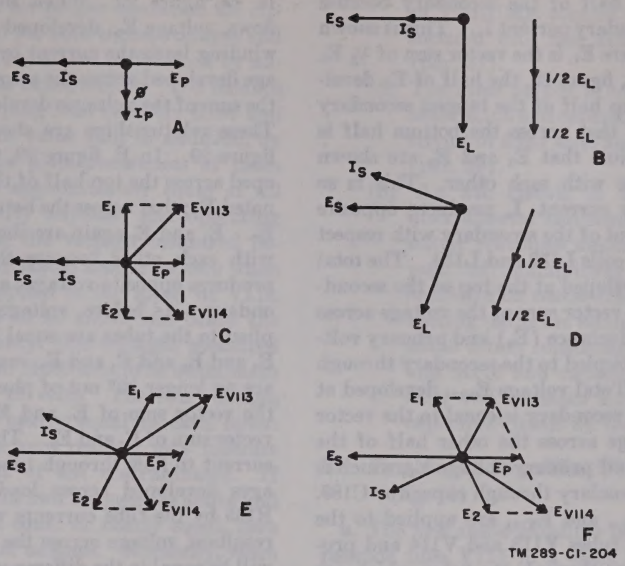

Figure 29. Discriminator operation, vector diagrams.
b. The primary (L132) and secondary (L133 and L134 in series) of transformer T113 are both resonated to 1.4 mc; the primary by capacitor C187, and the secondary by capacitors C188 and C189 in series. Coupling between the primary and secondary is inductive through T113 and capacitive through capacitors C188 and C189. Signal voltage, E_p produced in the plate circuit of V112, is applied across the primary, and causes current I_p that is 90° out of phase with E_p to flow through the primary winding. I_p will produce a magnetic field ϕ, in phase with I_p, which will in turn induce voltage E_s in the secondary. Since maximum voltage is induced as the magnetic field passes through zero, E_s will be 90° out of phase with the magnetic field, and 180° out of phase with primary voltage E_p. Induced voltage E_s acts like a generator in series with the secondary and causes current I_s to flow through the secondary tuned circuit. The phase of the secondary current depends on the secondary impedance, which consists of the series impedance of the secondary winding and capacitors C188 and C189. When the i.f. is exactly 1.4 mc, the secondary will be resonant, and its impedance will be purely resistive. At this time secondary current I_s will be in phase with the induced voltage. In A, figure 29, primary voltage E_p, primary current I_p, magnetic field ϕ, induced voltage E_s, and secondary current I_s, are vectorially represented. Primary voltage E_p also represents the voltage which is coupled to the top and bottom of the secondary through capacitors C188 and C189. Because of the comparatively low reactance of C188 and C189 at the operating frequency, the phase and magnitude of the capacitively coupled voltage will be considered to be the same as E_p.
c. When secondary current I_s flows through the secondary winding, voltage E_L is developed across the secondary which leads I_s by 90° (B, fig. 29). Voltage E_L should not be confused with E_s which represents the induced secondary voltage. Induced secondary voltage E_s is considered as a generator acting in series with the secondary. Voltage E_L is equal to the sum of the voltages devel
oped across each half of the secondary because of the flow of secondary current I_s. This is shown in B, figure 29 where E_L is the vector sum of $\frac{1}{2}$ E_L plus $\frac{1}{2}$ E_L. In C, figure 29, the half of E_L developed across the top half of the tapped secondary is designated E_1; that across the bottom half is designated E_2. Note that E_1 and E_2 are shown 180° out of phase with each other. This is so because secondary current I_s produces opposite voltages at each end of the secondary with respect to the junction of coils L133 and L134. The total voltage, E_{V113}, developed at the top of the secondary is equal to the vector sum of the voltage across one-half of the inductance (E_1) and primary voltage E_p, which is coupled to the secondary through capacitor C188. Total voltage E_{V114} developed at the bottom of the secondary is equal to the vector sum of the voltage across the other half of the inductance (E_2) and primary voltage E_p, which is coupled to the secondary through capacitor C189.
e. When the input signal frequency differs from 1.4 mc, E_{V113} and E_{V114} no longer will be equal. Assume that the input frequency is above 1.4 mc. The impedance of the tuned secondary is no longer purely resistive, but contains some inductive reactance. The inductive reactance causes secondary current I_s to lag induced voltage E_s by an angle determined by the amount of frequency shift from 1.4 mc. This is vectorially represented in D, figure 29. When the secondary current flows, voltage E_L, developed across the secondary, winding leads the current by 90°. The total voltage developed across the secondary winding is still the sum of the voltages developed across each half. These relationships are shown vectorially in D, figure 29. In E, figure 29, the half of E_L developed across the top half of the secondary is designated E_1; that across the bottom half is designated E_2. E_1 and E_2 again are shown 180° out of phase with each other because the secondary current produces opposite voltages at each end of the secondary. As before, voltages E_{V113} and E_{V114} applied to the tubes are equal to the vector sums of E_1 and E_p and E_2 and E_p, respectively. E_1 and E_2 are no longer 90° out of phase with E_p, therefore, the vector sum of E_1 and E_p is greater than the vector sum of E_2 and E_p. This will cause a greater current to flow through tube V113, and the voltages developed across load resistors R164 and R165 by the tube currents will be unequal. The resultant voltage across the discriminator output will be equal to the difference between the voltages across R164 and R165 and will have the same polarity as the voltage across R164. As the frequency increases still further from 1.4 mc, the magnitude of the resultant output voltage will increase.
f. When the input frequency becomes less than 1.4 mc, the secondary circuit will contain capacitive reactance instead of inductive reactance, and secondary current I_s will lead induced voltage E_s instead of lagging it. The magnitude of voltage age E_{V113} instead of smaller, and the resultant voltage E_{113} instead of smaller, and the resultant voltage across load resistors R164 and R165 will be opposite in polarity. The vector relationships for the above conditions are shown in F. figure 29. Since the frequency of the input signal varies alternately on each side of 1.4 mc (*a* above), an a-c voltage or audio signal is developed across the series combination of load resistors R164 and R165 and across the discriminator output circuit. Capacitor C194A is the a-c ground for the output circuit. Resistors R167, R168, and R169 are load circuit balancing resistors. The voltage drop across R168 provides a means for measuring the output of the discriminator. Resistor R166, connected to the junction between R164 and R165, is an isolating resistor which permits additional discriminator measurements to be made.